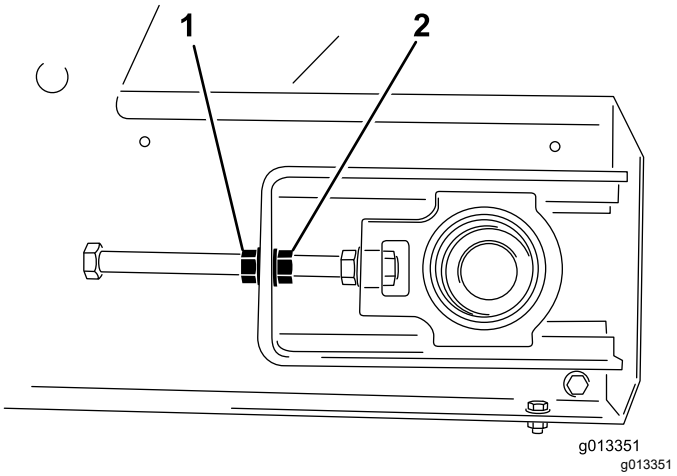

**Figuur 58**
4. Houd met 2 sleutels het uiteinde van de spanstang stationair en draai vervolgens de borgmoer los - dit is de moer die zich het dichtst bij het uiteinde van de stang bevindt (Figuur 58).
3. Houd aan de kant waar de band naartoe trekt het uiteinde van de spanstang stationair en draai vervolgens de borgmoer los en draai de stelmoer twee platte kanten van de moer verder vast (Figuur 58).